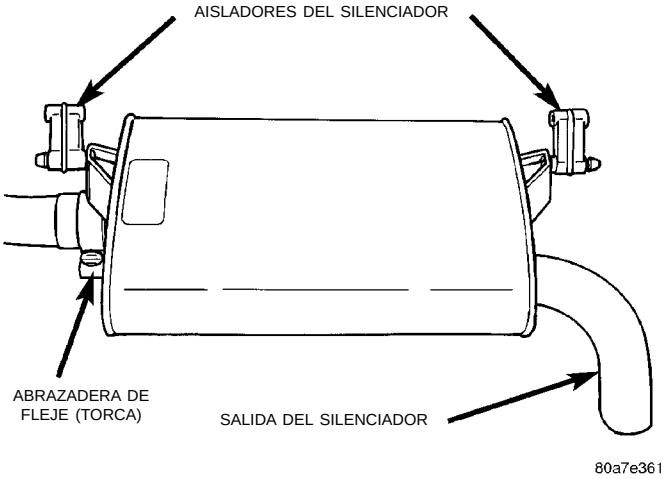

Fig. 6 Aisladores de soporte del tubo de escape y del silenciador
(2) Afloje la abrazadera de fleje y retire los aisladores de soporte en el silenciador (Fig. 6). Retire el silenciador del tubo de escape.